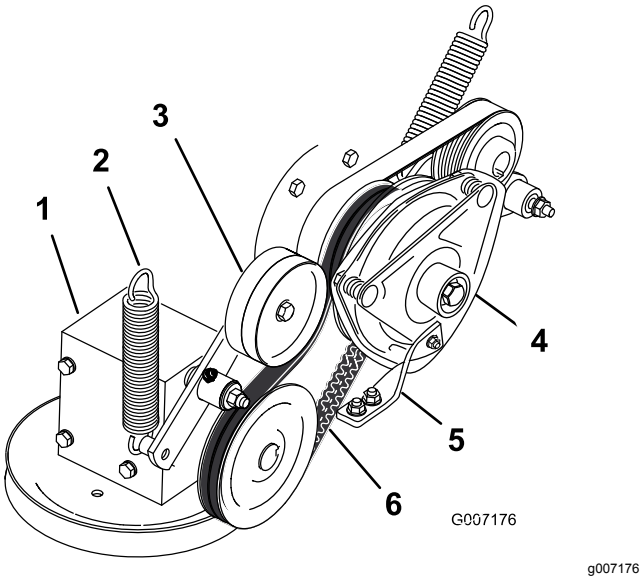

Figur 72
4. Fjern fjæren fra lederullarmen (Figur 72).
7. Monter kraftuttakets drivrem rundt clutchremskiven og girkasseremskiven (Figur 72).
9. Monter fjæren på lederullarmen (Figur 72).